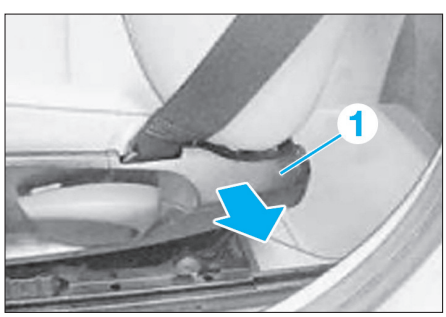

Fig. 12
• Déposer la garniture de siège (1) en tirant vers soit **(Fig.12)**.